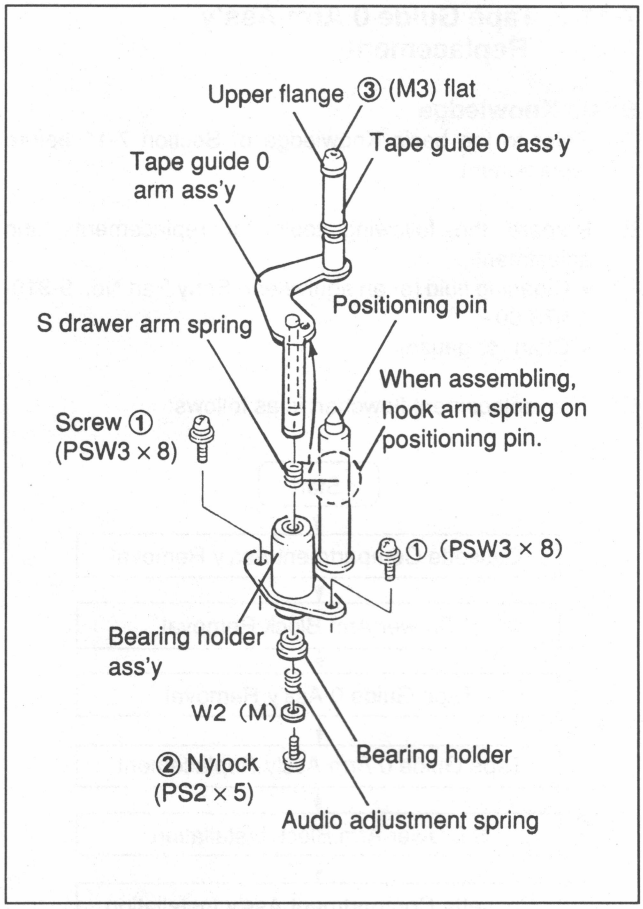

Fig.7-11-4 S Drawer Arm Block
2. S Drawer Arm Block Removal (Fig. 7-11-4)
(1) Hook the S drawer arm spring shown in Fig. 7-11-4 on the positioning pin and install the S drawer arm block an the TTP ass'y with two of screw ①.
(2) Clean the tape guide 0 ass'y with cloth moistened with cleaning fluid. After cleaning, wipe it with dry cloth two or three times.